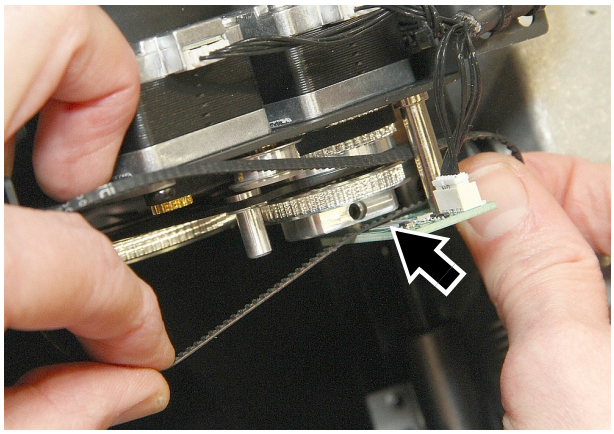

**Figure 23 : Désengager la courroie de transmission**
5. Voir Figure 23. Lorsque la courroie est libérée du prisme, vrillez-la pour la passer dans l'interstice qui sépare la poulie du moteur et le capteur (voir ci-contre). Dégagez la courroie par ce passage et déposez la complètement. Si la courroie est en bon état, stockez-la pour un éventuel usage ultérieur.